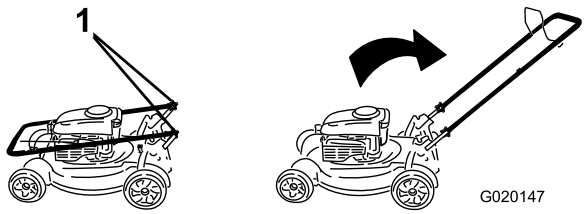

Figure 3
2. Placez le guidon en position d'utilisation (Figure 3).
3. Mettez les boutons du guidon en place et serrez-les fermement à la main (Figure 3).